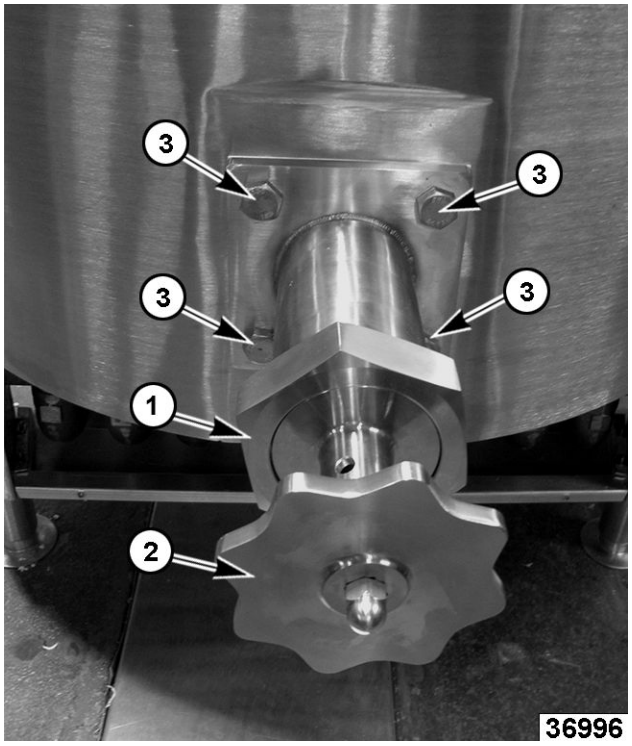

Fig. 9
1. Loosen nut (1, Fig. 9) to remove valve steam (2, Fig. 9).
2. Remove mounting bolts (3, Fig. 9).